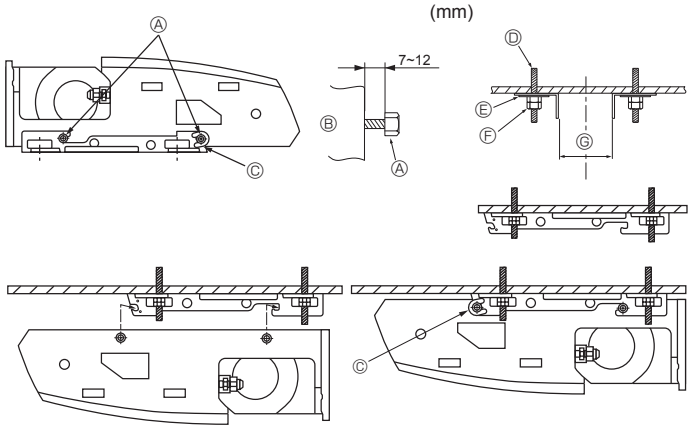

Fig. 3-6
2) Installer en premier le support de suspension au plafond (Fig. 3-6)